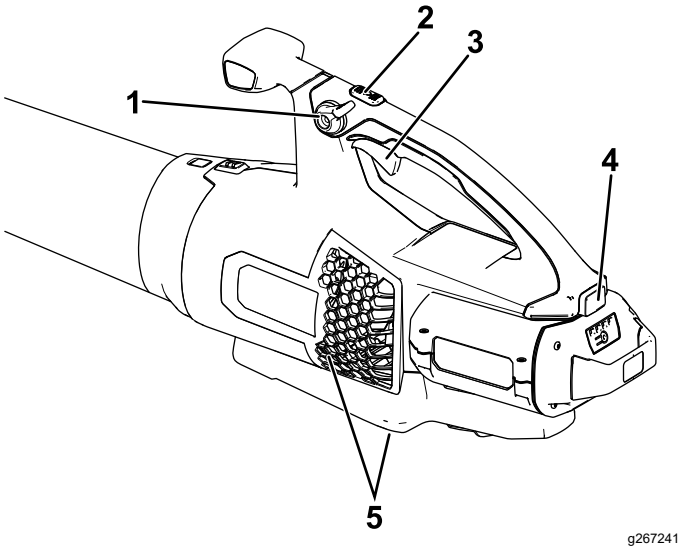

Figura 7
4. Para arrancar el soplador, apriete el gatillo de velocidad variable (Figura 7).
Nota: Active el bloqueo de velocidad para mantener la máquina encendida sin tener que apretar el gatillo de velocidad variable (Figura 7).
Para obtener el máximo rendimiento (velocidad de aire), mantenga pulsado el botón de potencia turbo durante el tiempo deseado (Figura 7).
Para ajustar la velocidad del aire mientra sopla, utilice el gatillo de velocidad variable (Figura 7).
Para mantener la velocidad actual del aire, active el bloqueo de velocidad (Figura 7).
Para apagar el soplador, desactive el bloqueo de velocidad (si lo está usando) y suelte el gatillo de velocidad variable (Figura 7).